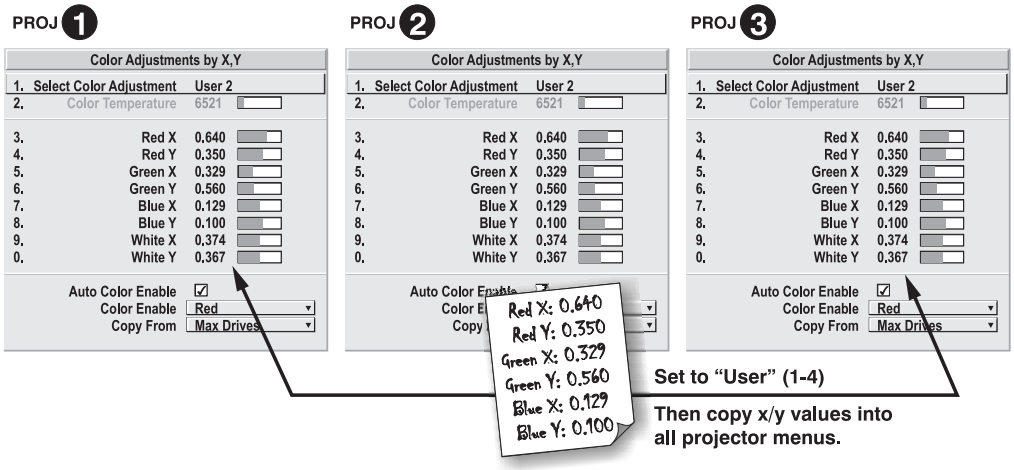

Figure 3.29. Copy X/Y Values into All Projectors
5. In each projector, select a "User" color adjustment (1-4) to enable *Color Adjustments by X,Y* changes. Then enter your recorded x/y values into each menu (Figure 3.29).